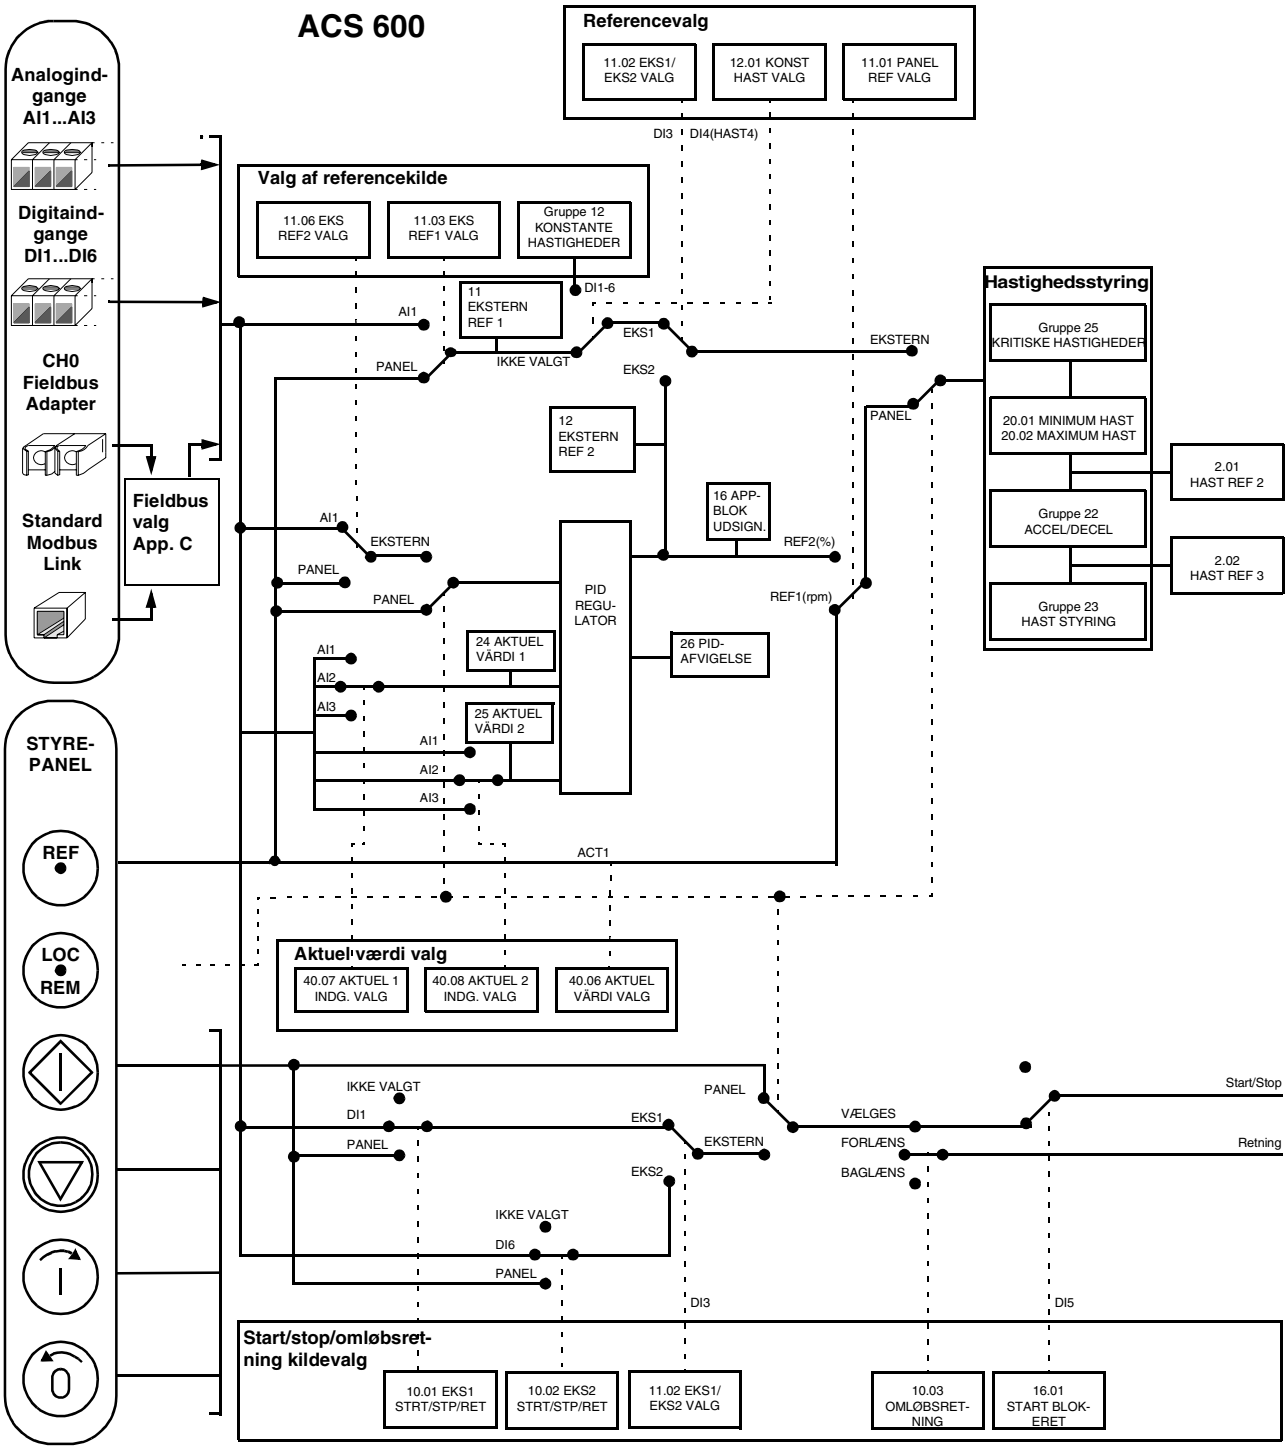

Figur 5-9 Tilslutning af styresignaler ved makroen PID-reguler.
**** Der kan ikke vælges konstante hastigheder, hvis processtyring er valgt (dvs. hvis +24 V d.c. er tilsluttet DI3). Se Figur 5-9.
Når makroen PID-reguler vælges, sker tilslutning af styresignaler, d.v.s. reference og kommandoer for start, stop og omløbsretning, som vist i Figur 5-9.